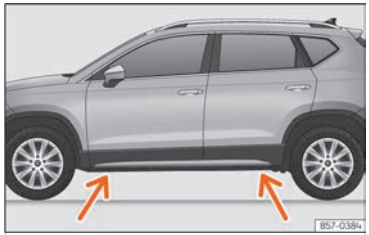

Fig. 228 Jack position points.
- Look on the strut for the mark of the jack support point (sunken area) closest to the wheel to be changed ››› Fig. 228.